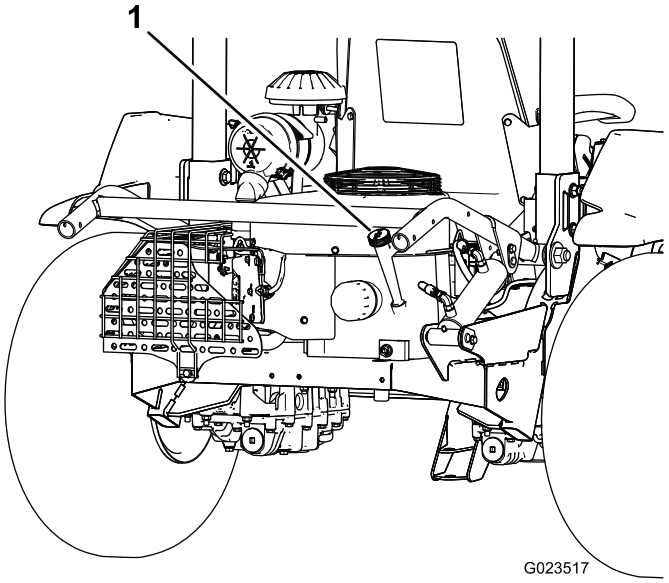
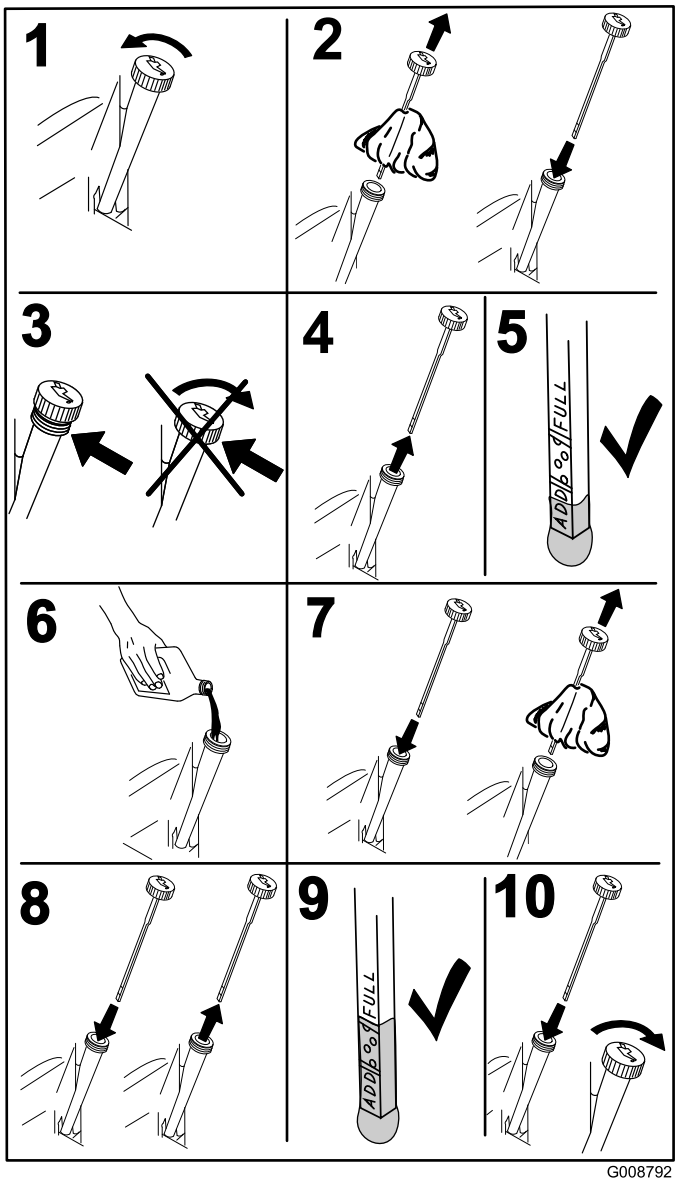

Figur 15
Figur 16
3. Ta ut oljestickan (Figur 15) och torka av den med en ren trasa (Figur 16).